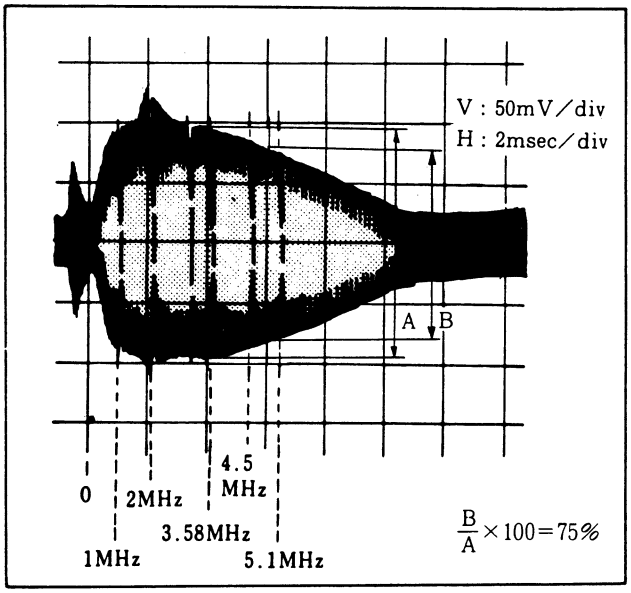

図5-27. 再生周波数特性調整
3) RP-24基板上のRV005(RV001)で3.58MHzのレベルに対して5.1MHzのレベルが75%になるように調整する。(図5-27参照)
3) SS-53基板又はSS-39基板上のIC517，⑨ピンと⑯ピンを接続する。
4) RP-24基板上のIC004，⑫ピンと⑬ピンを接続する。
5) RP-24基板上のRV003(RV006)で3.58MHzのレベルに対して5.1MHzのレベルが75%になるように調整する。(図5-27参照)
7) SS-53基板又はSS-39基板のIC517，⑨ピン⑯ピン間の接続を外す。